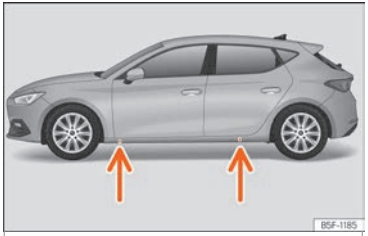

Fig. 45 Puntos de apoyo del gato.
- Busque en el larguero la marca del punto de apoyo del gato (zona hundida) más cercano a la rueda a cambiar ››› **fig. 45**.